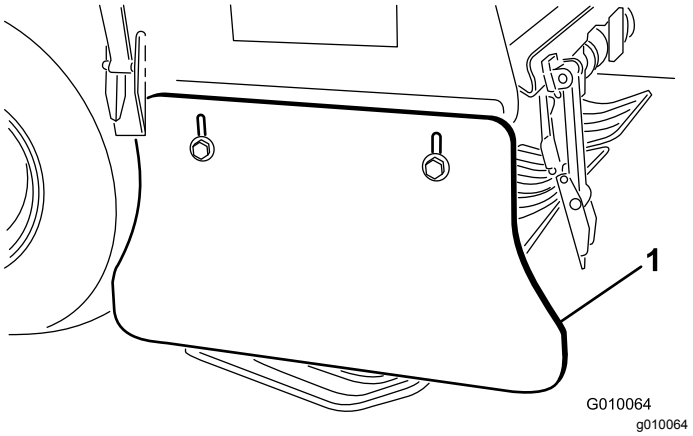

Figuur 66
2. Draai de bouten en moeren los waarmee het zijscherm is bevestigd aan het frame (Figuur 66).